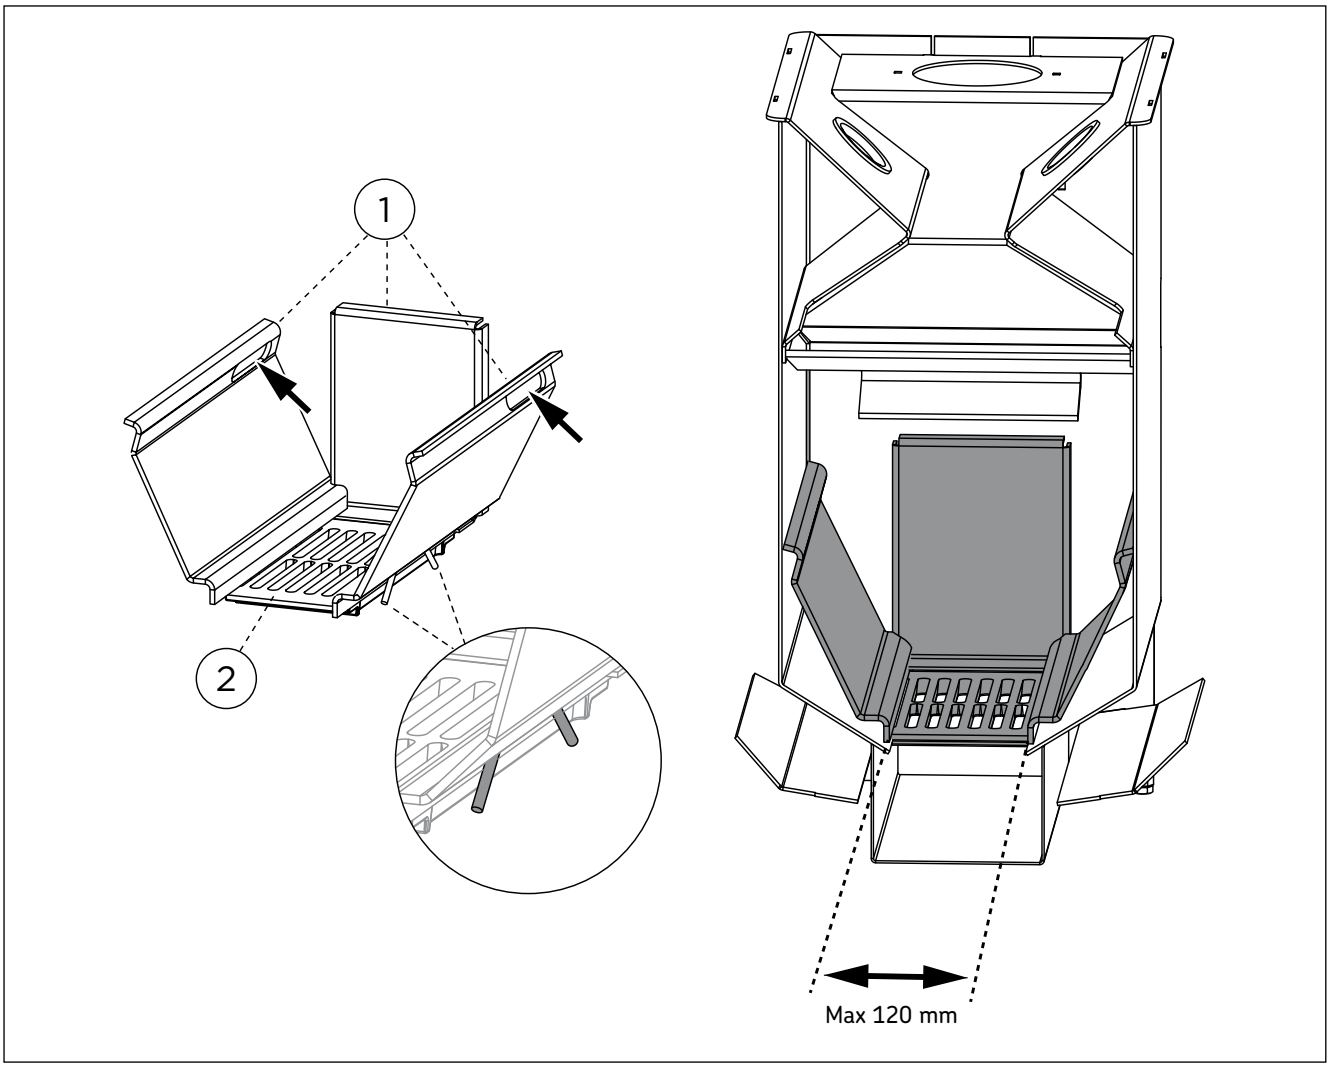

Рисунок 2. Каналы для подачи воздуха для горения
Все каменки оснащены специальным приспособлением, которое улучшает процесс горения: специальные каналы, подающие воздух для горения (1) в топку, проводят часть его над огнем в верхнюю часть топки (рисунок 2). При этом печные газы также сгорают и вырабатывают тепло. Каналы воздуха в зоне горения смещаются к задней стенке каменки. Из решетки должно быть видно 6 отверстия (2).